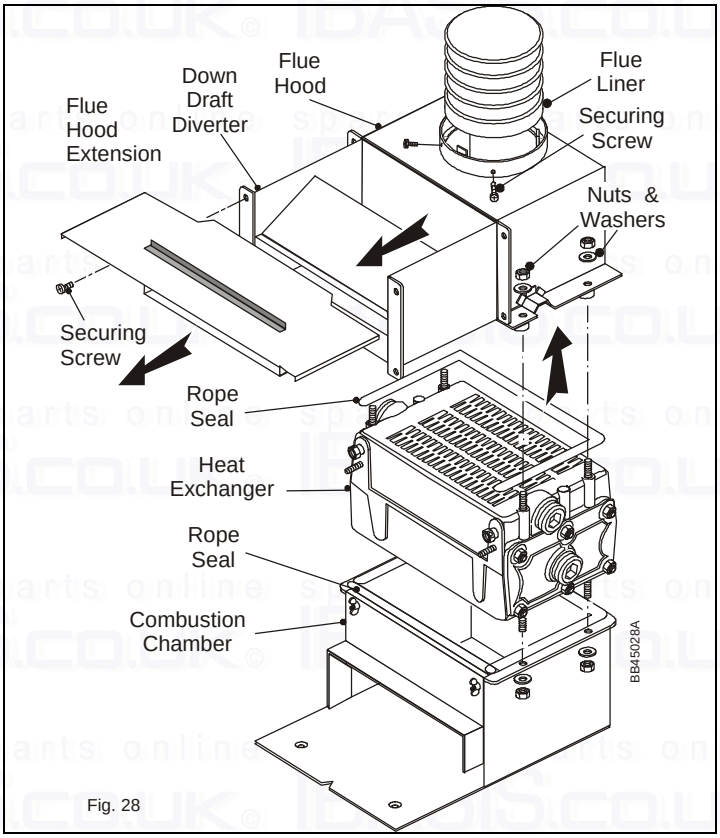

Fig. 28
6.12 Heat Exchanger (See Fig. 28.)